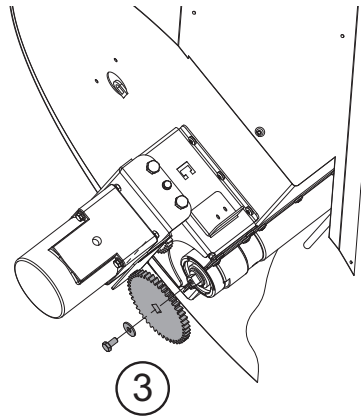

Fig. 104 Monter la roue dentée
– Visser la roue dentée sur la vis sans fin, en bas au niveau du compartiment à pellets, avec des vis à six pans M6x12 et rondelle en U – Fig. 104.